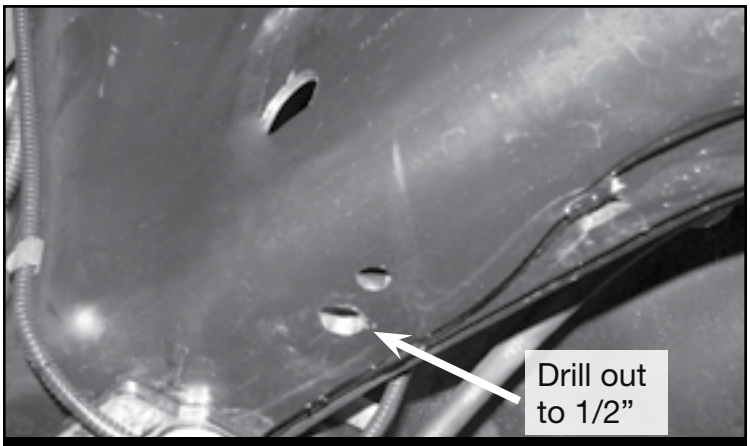

FIGURE 11 - STEP 15
15. Drill out the factory bump stop mount hole to 1/2”. **SEE FIGURE 11**